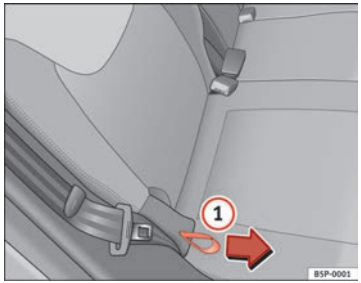

Fig. 98 Rear seat backrest angle adjustment
– Hold the backrest at the top. Pull the loop on the side of the seat ⇒ Fig. 98 (1) in the direction of the arrow and hold the loop in this position. Push the backrest to the required position and release the loop.